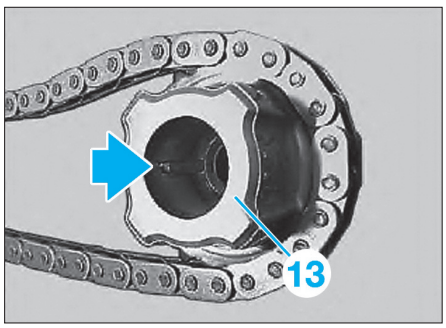

Fig. 15
• Contrôler l'état de l'ergot (flèche) sur le pignon de chaîne (13) de la pompe haute pression **(Fig.15)**.